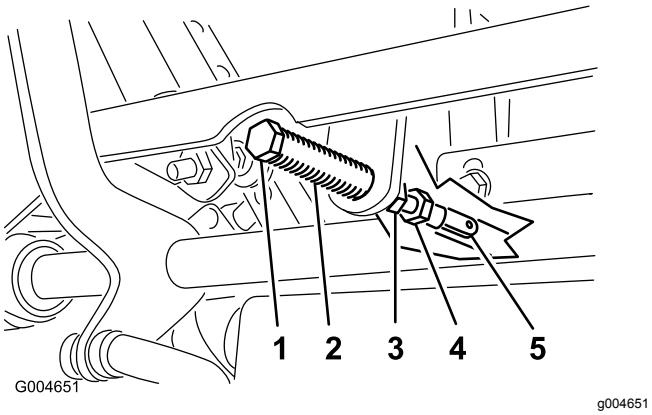

Figur 50
5. Trekk spaken tilbake inntil ringstiften (på armen over svingakselen) er i kontakt med endene på sporet (begynner så vidt å legge press på fjæren) som vist i Figur 50.
7. Hvis det er nødvendig med justering, må du løsne på mutteren og låsemutteren mot stangen (Figur 50).
8. Legg på lett trykk bakover på bevegelseskontrollspakene, vri hodet på justeringsbolten i korrekt retning inntil kontrollspaken er sentrert i den NØYTRALE LÅSESTILLINGEN (Figur 50).
9. Stram mutteren og låsemutteren (Figur 50).
10. Stram til låsemutrene ved kuleleddene (Figur 50).